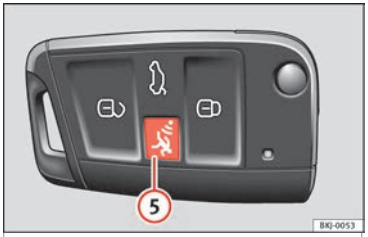

**Fig. 137** Vehicle key with alarm button.
**Only press alarm button in the event of an emergency ›››Fig. 137 ⑤!** When the alarm button is pressed, the vehicle horn is heard and the turn signals are switched on for a short time. When the alarm button is pressed again, the alarm is switched off.